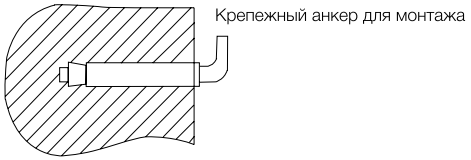

**Рис. 2**
2. После выбора места монтажа определите места под два крепежных болта с крюками (в зависимости от спецификаций выбранного изделия). Проделайте в стене два отверстия необходимой глубины с помощью сверла размером, соответствующим размеру крепежных болтов, вставьте винты, поверните крюк вверх, плотно затяните гайки, а затем установите на него электрический водонагреватель (см. рис. 2).